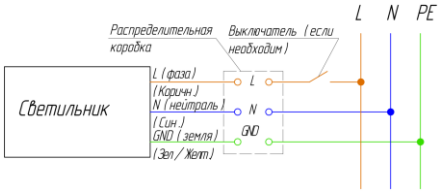

Рисунок 2. Подключение светильника к сети ~230В.
- произведите соединение кабеля светильника с питающим кабелем. Соединение необходимо производить в распределительной коробке, либо другим допустимым по ПУЭ и ПТЭЭП способом. При этом необходимо соблюдать полярность соединения проводов: коричневый – фазный проводник, синий – нейтральный проводник, зеленый/желтый – защитный проводник («земля») см. рисунок 2.